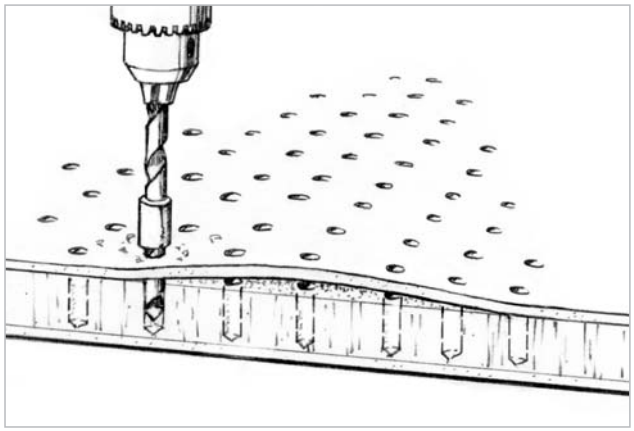

Figure 5-2 *Drill a pattern of holes, 1" apart over the area of delamination, to allow the core material to dry out.*
1. Drill 3⁄16"–7⁄32" (5mm)-diameter holes at 1" (2.5cm) intervals, creating a pegboard-like pattern that extends several inches beyond the delaminated area *(Figure 5-2)*. The holes should penetrate the fiberglass skin and the core without drilling into the opposite skin. Use a drill depth control device to prevent drilling entirely through the panel.